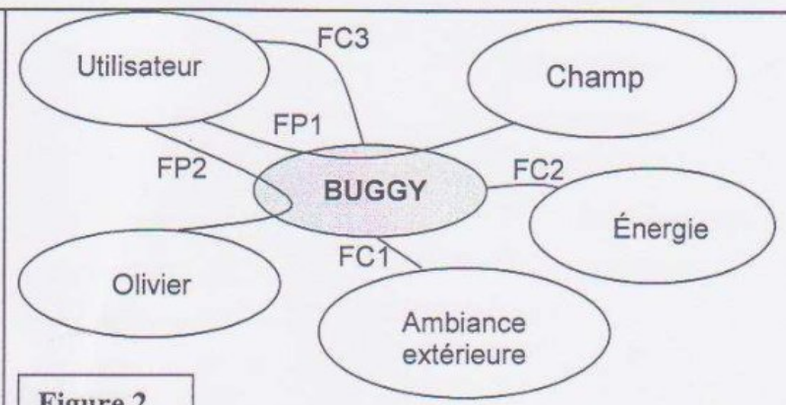

Figure 2
1.1 DIAGRAMME DES INTERACTEURS : Figure 2